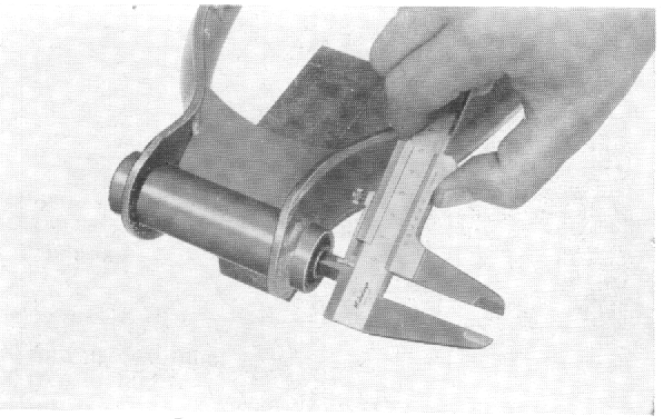

Fig. 96
(1) Check the pivot rubber bushing for damage or aging and also for looseness in the fork. Replace defective bushing if required. **(Fig. 96)**